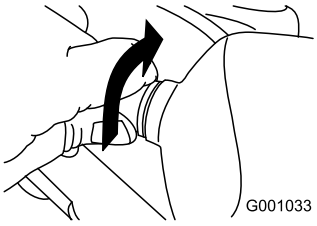

Rysunek 55
2. Przekręć podstawę żarówki do oporu w lewo (Rysunek 55).